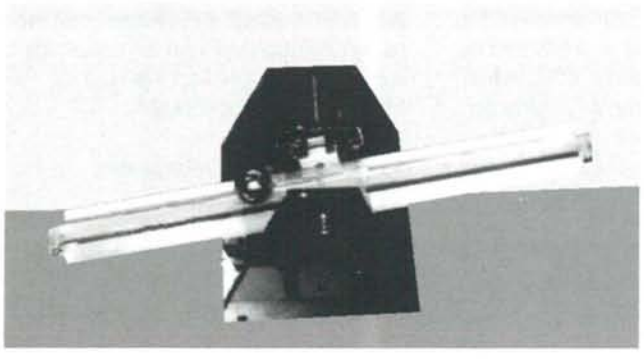

Figuur 1. De kogel die dynamisch balanceert op de wip. In dit geval wordt een bepaald bewegingspatroon opgelegd, zodat de kogel heen en weer rolt.
**Om een beter inzicht te krijgen in de mogelijkheden en de kwaliteit van een fuzzy-regelaar hebben de Fijnmechanische studenten Dennis Dunne en René Jansen een opstelling gebouwd die de kwaliteit van de fuzzy-regelaar demonstreert. Daarvoor werd een lastig te regelen instabiel proces gekozen: het dynamisch regelen van de positie van een kogel die op een wip balanceert, zie figuur 1.**